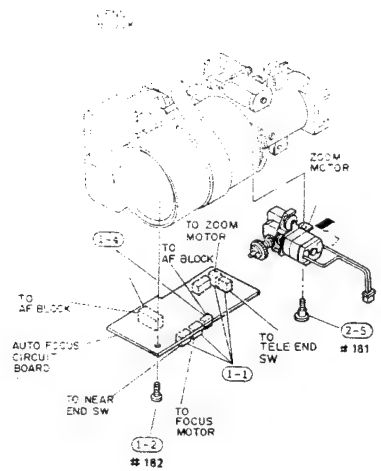

Fig. 2-101
1) Disconnect four (4) connectors on the autofocus circuit board. (See Fig. 2-101)
2) Remove one (1) screw holding the autofocus circuit board
4) Unsolder two (2) connectors on the autofocus circuit board.
(2) Zoom Motor
5) Remove one (1) screw holding the zoom motor. (See Fig. 2-101)